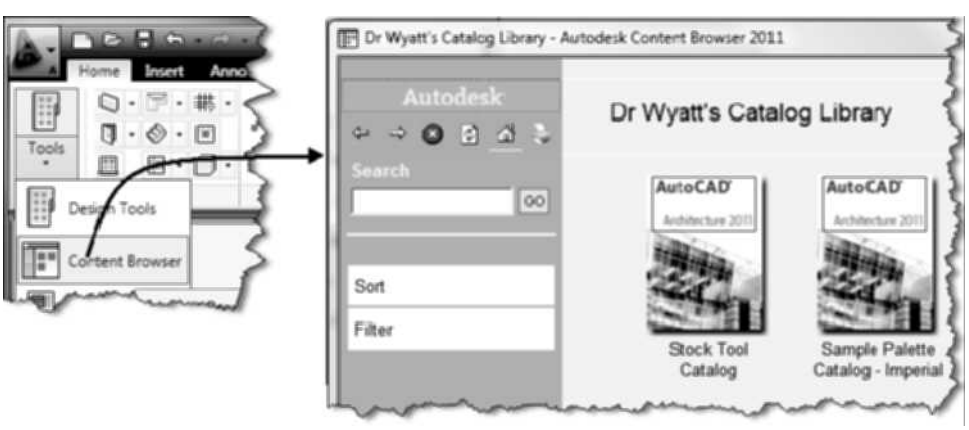

FIGURE 1.35 *Accessing the Content Browser from the Ribbon*
16. Choose the flyout of the Tools button in the Build panel of the Home tab, choose **Content Browser** tool as shown in Figure 1.35.